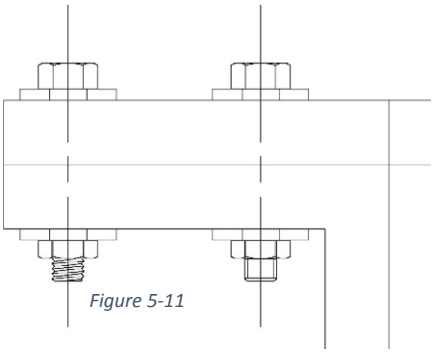

Figure 5-11
b. In this example, we will change the Thread Display to Detailed as shown in Figure 5-11.